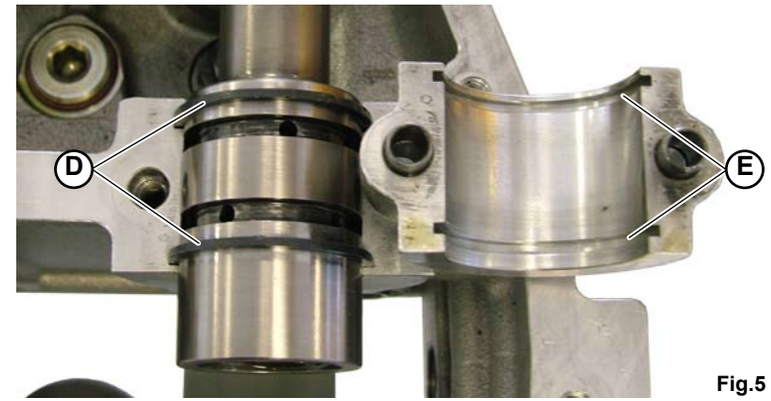

Fig.5
- **Position the supports in the correct order from no. 1 to no. 14; when assembling the first support, make sure that the oil seals (D-Fig.5) have been positioned in their respective housings (E-Fig.5).**